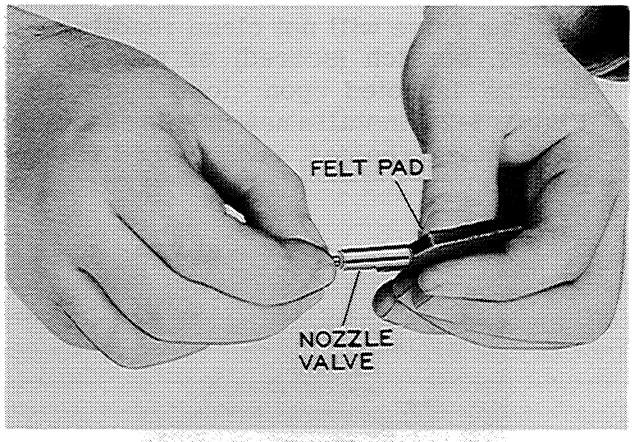

Figure I-26
3. After the valve has been withdrawn from the nozzle body, Figure I-26, clean the valve with mutton tallow on a soft cloth or felt pad. If a jeweler's lathe is available, the valve may be rotated at low RPM (maximum of 100 RPM) to perform the cleaning operation. Clamp the stem end of the valve only in the lathe chuck.